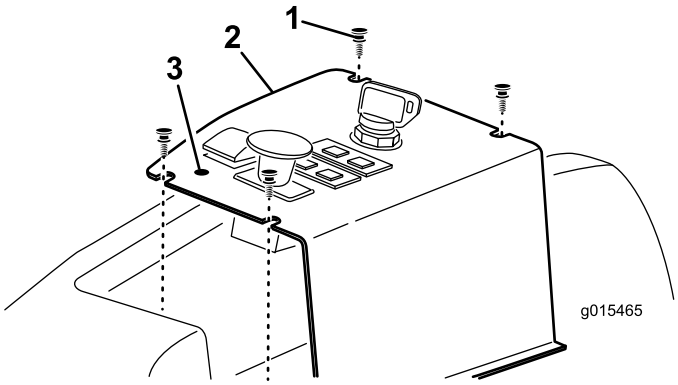

**Figuur 12**
1. Zoek en doorboor voorzichtig de sticker op het bedieningspaneel, voor de hefschakelaar, zodat u het montagegat van de liftvergrendelingshendel ziet (Figuur 12).
2. Verwijder de (4) schroeven waarmee het bedieningspaneel is bevestigd (Figuur 12).